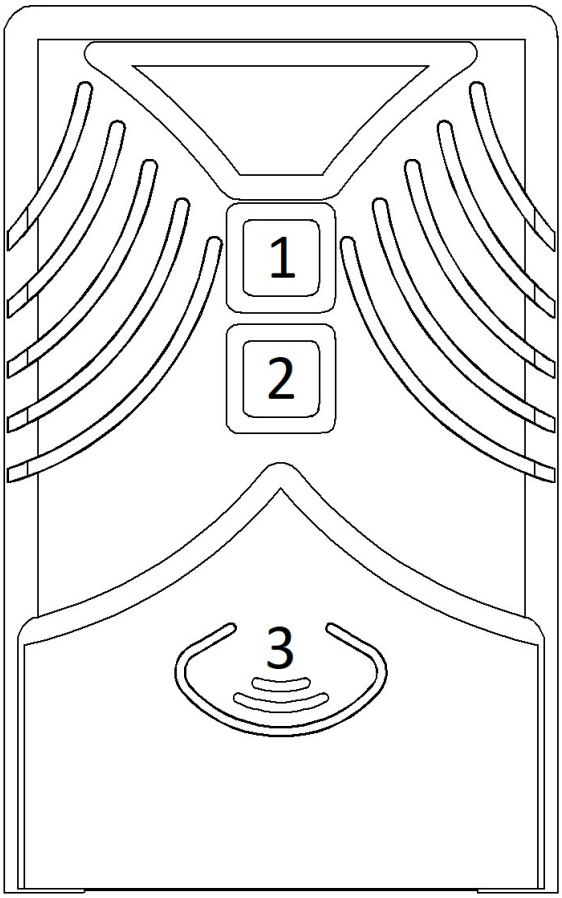
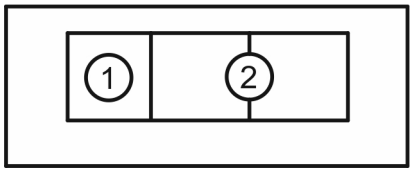

Рис. 1 Общий вид сигнализатора. На рисунке изображены:
Рис. 2. Разъемы для подключения:
1.5.1 Сигнализатор состоит из электронной платы с газочувствительным сенсором. Внешний вид сигнализаторов отображен на рис. 1, а разъёмы подключения исполнительных устройств на рис. 2.
Сработает прерывистый звуковой сигнал с периодическим свечением красного индикатора 1 (рис. 1).
Сработает звуковая сигнализация со статично горящим красным индикатором 1(рис. 1), сформируется импульс на закрытие клапана, сформируется сигнал о срабатывании на дополнительно подключенный сигнализатор или иное устройство.
При выходе из строя газочувствительного сенсора на сигнализаторах СЗ-11СМ, СЗ-12СМ сработает прерывистый звуковой сигнал с периодическим свечением желтого индикатора 2(рис. 1).
При получении сигнализатором внешнего сигнала «Авария» от другого сигнализатора сработает звуковая сигнализация со статично горящим синим индикатором 2(рис. 1), сформируется импульс на закрытие клапана. При восстановлении параметров, сигнализатор вернётся в нормальный режим работы.